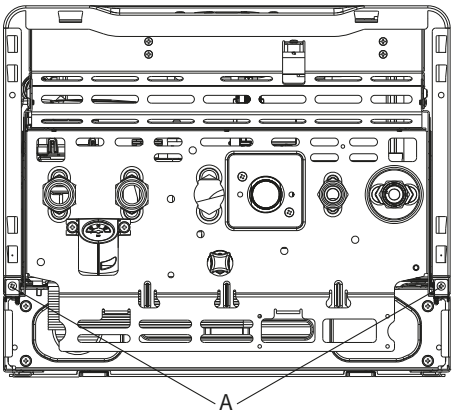
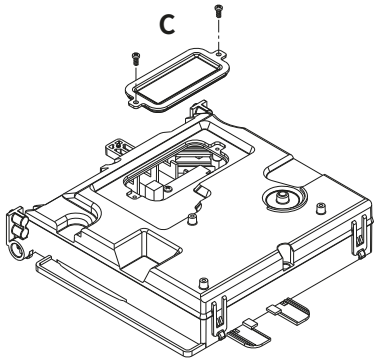

Fig. 7
Fig. 9
4. 电气连接（Fig.7-Fig.9）
- 松开壳体的固定螺钉 (A)（Fig.7）